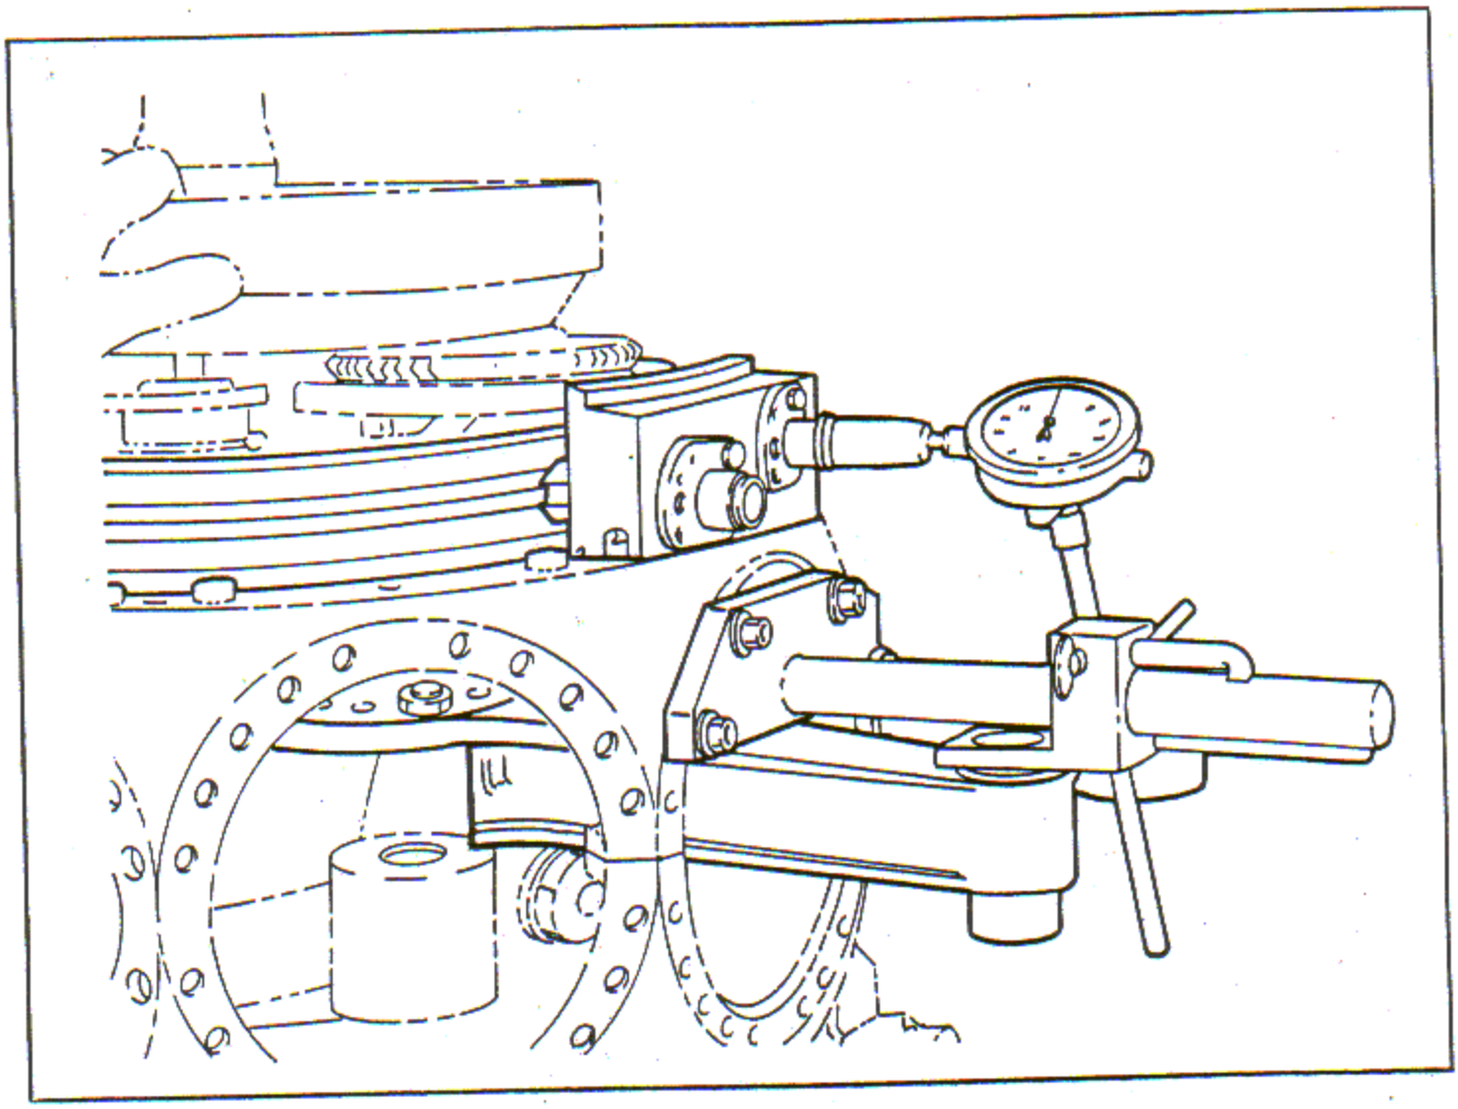

Figure 8-6. Checking Cam Timing
c. Insert the indicator extension in the intake valve tappet of the No. 1 cylinder. Install and tighten the indicator post on a valve tappet guide stud and clamp the dial indicator on the post so that the indicator spindle rest on the indicator extension. See figure 8-6.